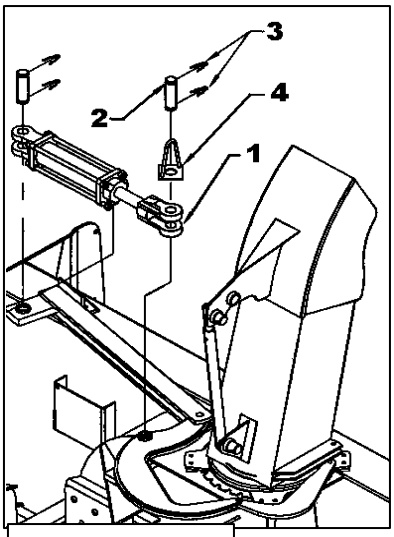

Figure 9A
4. **(FIGURE 9A)** Remove a hairpin (item 3) on the 1" pin (item 2) located on the rod end of the rotation cylinder, Insert the hose support (item 4) in the 1" pin and reinstall the hairpin.